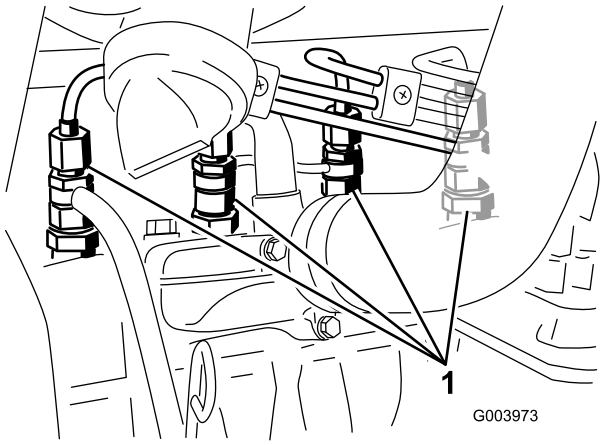

Rysunek 65
1. Poluzuj złącze rurowe do dyszy nr 1 i zespołu uchwytu (Rysunek 65).